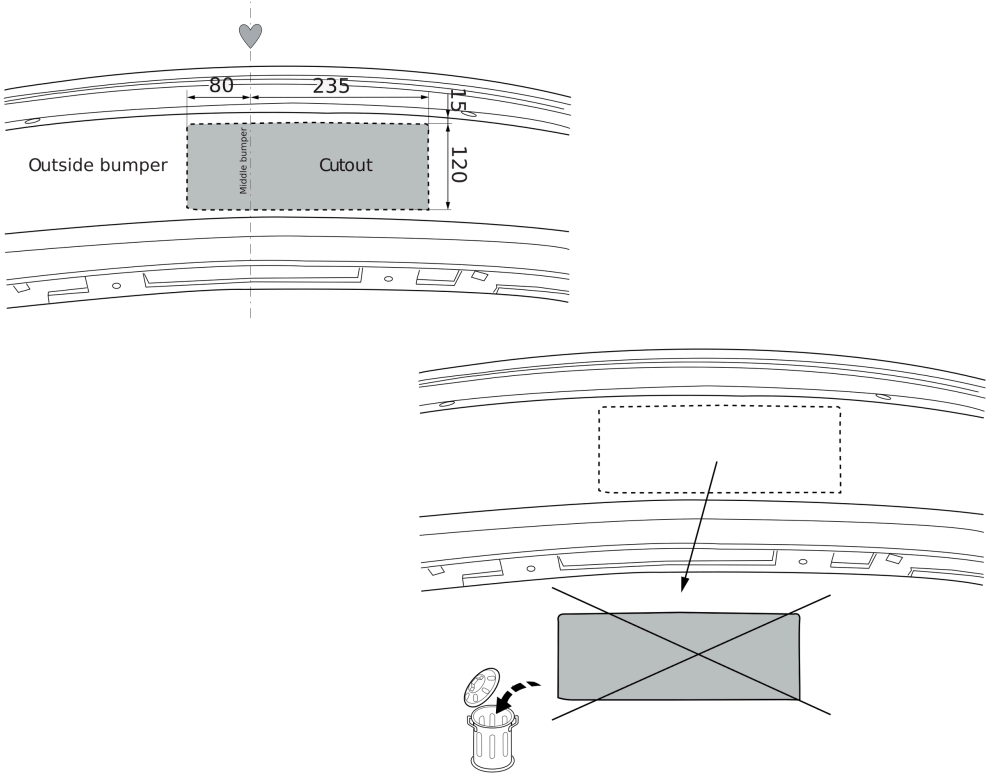

Fig. 10
9. Внимание! При необходимости: Выпилить обозначенные части, как указано на рис. 10,11,12 &13.